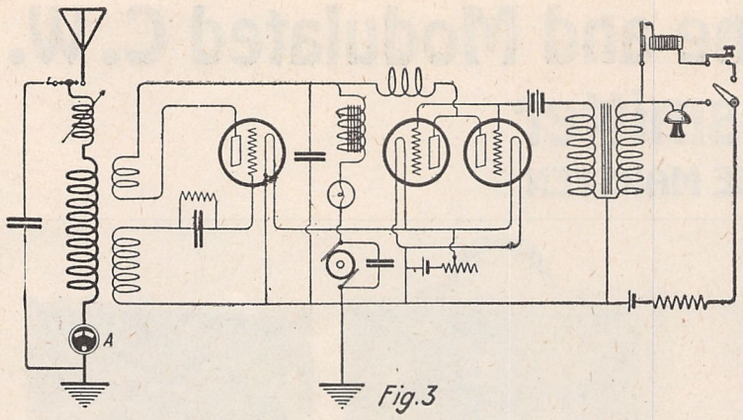

Fig. 3
Fig. 3 shows the complete circuit diagram including oscillator and modulator. At the top of the panel in Fig. 4 are seen the antenna and receiver binding posts, marked ANT and REC respectively. The meter on the left is a 0-1 radiation ammeter and that to the center right is a 0-6 filament current ammeter. Between the two meters in the center of the panel is a small lamp acting as a wave indicator, used when tuning the antenna circuit. Directly under the radiation ammeter at the left side of the panel is the grid coupling control for varying the coupling between grid and antenna coils. Next to this in the center of the panel is the control for the antenna variable inductance for compensating for small changes in antenna capacity. Next to this is the two-point test switch which connects the set either to the plane antenna marked ANT or to the artificial test antenna marked TEST. Directly under the microphone and key jacks, which are to the right of this test switch, is another small lamp used as the plate current indicator. At the bottom left of the set is the send-receive transfer switch. It has three operating positions; (1) Telephone transmission; (2) Buzzer modulated transmission; (3) Reception. When the switch is turned to the transmission points, it automatically starts the dynamotor. Next to this switch is the filament current control. Only one rheostat is used for regulating the current in the three tubes. The two binding posts alongside the rheostat are for an external grid battery. Finally, there is the buzzer and under it the four-point jacks for the power lead connections plugs coming from the battery and generator.